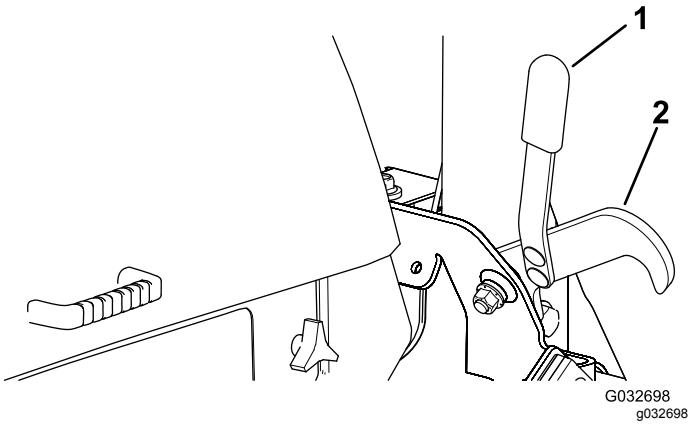

Figur 29
2. Bruk håndtaket til å hekte av låsene som holder klippeenhetene i hevet stilling (Figur 29).